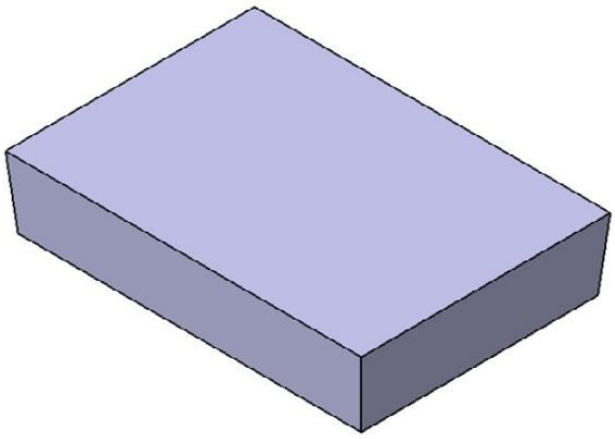

Figure 8-88 *The model after creating the draft feature*
b. Apply draft to the faces of the base feature, refer to Figure 8-88.
4. Select the top face of the base feature as the neutral element and click on the arrowhead if it points in the upward direction. Choose the **OK** button from the **Draft Definition** dialog box. The model after creating the draft feature is shown in Figure 8-88.